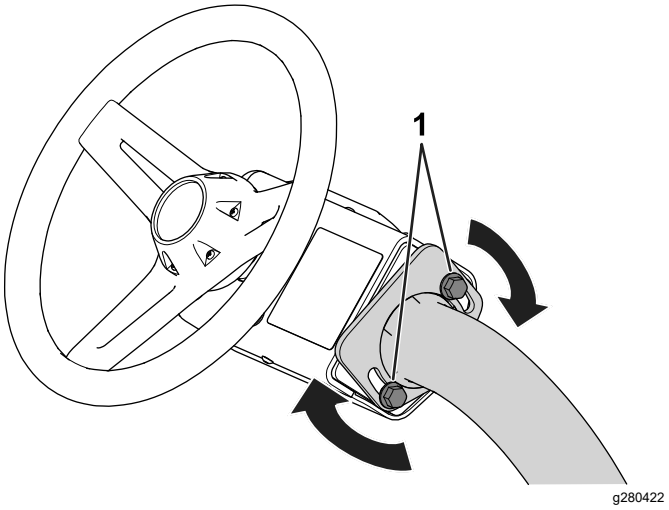

Figuur 32
1. Maak de bouten (Figuur 32) los waarmee het stuur is bevestigd aan de stuurarm.
3. Draai de bouten (Figuur 32) vast om het stuur te bevestigen in uw aangepaste positie.